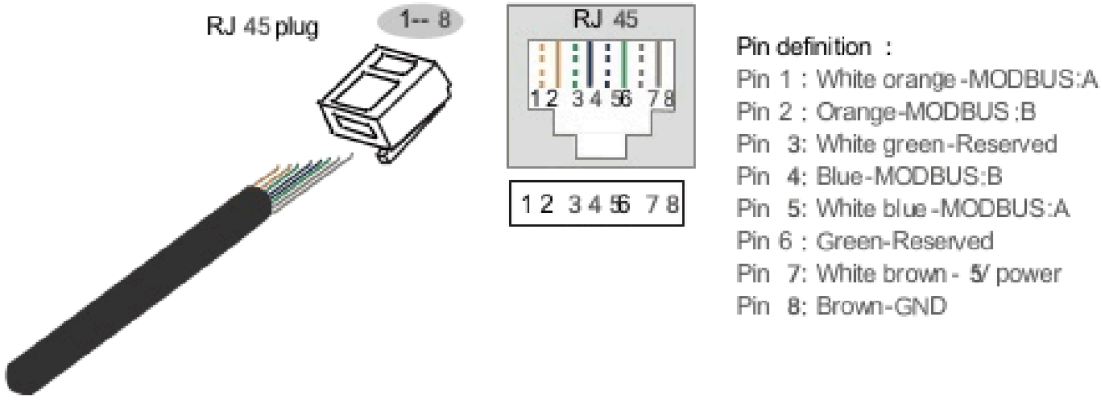

FIGURA 2-13 Piedinatura della porta MODBUS
1. La porta MODBUS serve per la comunicazione seriale MODBUS con un sistema di supervisione. Ha un connettore RJ45; la piedinatura è mostrata in Figura 2-13.